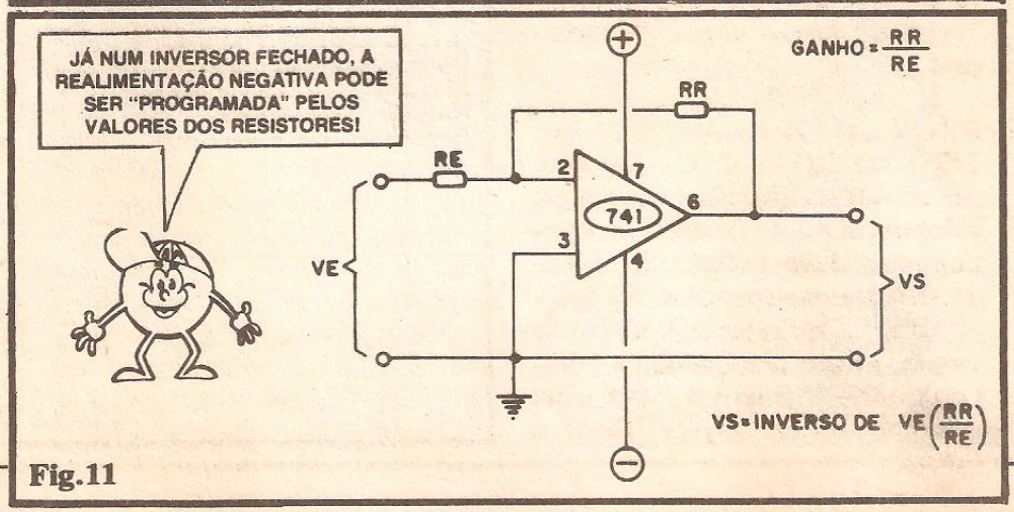
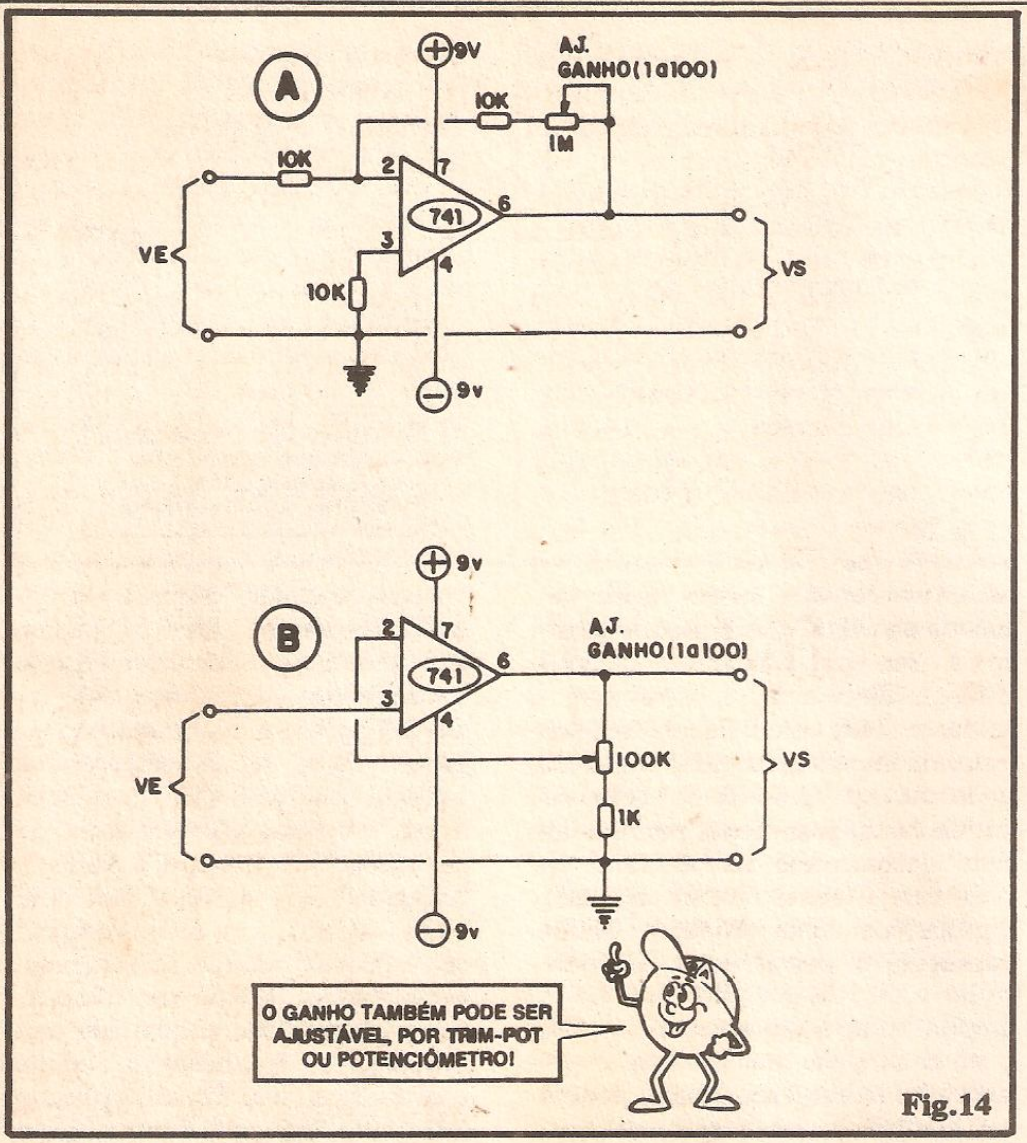

Fig.11
Fig.14
- FIG. 11 - AMPLIFICADOR INVERSOR "FECHADO" (COM GANHO CONTROLADO) - Essa
Nesse caso, +0,05V (cinco centivolts positivos) aplicados como VE resultarão numa VS de +5V ("mais" cinco volts), ou -0,035V (trinta e cinco milivolts negativos) aplicados à Entrada (pino 3) farão com que VS vá a -3,5V (três e meio volts negativos), e assim por diante... De novo lembramos que a máxima excursão da Tensão VS é automaticamente limitada pela própria Tensão geral da alimentação (na verdade em parâmetros 1 ou 2 volts "anteriores" às linhas de alimentação...). Além da condição "não inversora", essa configuração guarda algumas diferenças definidas com relação ao arranjo mostrado na fig. 11: a impedância de Entrada, como não mais depende de eventuais resistores intercalados (o sinal pode ser aplicado diretamente ao pino 3 do 741) é elevadíssima (toda a natural do 741...), mas, agora, a impedância de Saída é influenciada pelo valor série de RA mais RB
(que, eletricamente, estão "paralelados" com a dita Saída...). Assim, não se recomenda usar valores muito baixos para RA/RB, de modo a não "carregar" a centena de ohms que naturalmente o 741 "mostra" para o desenvolvimento da Tensão de Saída VS. O arranjo mostra também boa precisão e sua utilização prática é ampla, em inúmeros circuitos (principalmente naqueles onde a impedância de Entrada do bloco formado pelo 741 deva ser a mais alta possível, caso que nem sempre ocorre com o arranjo inversor, da fig. 11...).
- FIG. 14 - ARRANJOS COM GANHO AJUSTÁVEL - Nas figs. 11 e 12, respectivamente, mostramos as configurações básicas de amplificadores inversores e não inversores "fechados", cujos ganhos podem ser parametrados ou programados através de valores calculados para conjuntos de resistores aplicados na rede de realimentação negativa... E se, além de "programável", quisermos que o ganho seja também "ajustável"...? Nada mais fácil! Basta lembrar que existem "coisinhas" chamadas **resistores variáveis** ou **resistores ajustáveis**, mais conhecidos por POTENCIÔMETROS e **TRIM-POTS**... Assim, conforme mostram os diagramas 14-A e 14-B, basta incluir, nas tais redes resistivas de realimentação, **trim-pots** ou potenciômetros, conjuntamente com resistores fixos (valores cuidadosamente calculados, com as dadas fórmulas, de modo a estabelecer "máximos" e "mínimos" definidos para a gama de ganho...), para obtermos qualquer ganho (dentro da faixa pré-determinada...)! Os dois exemplos básicos mostram, respectivamente, um arranjo inversor e um não inversor, ambos com o ganho ajustável de "1 a 100", ao simples girar de um **trim-pot** ou potenciômetro... Notar que basta usar resistores variáveis de "curva" linear, e - eventualmente - dotar seus **knobs** de **dials** ou mostradores cuidadosamente divididos, demarcados e calibrados, para que possamos determinar com boa precisão "o quanto queremos que o bloco amplifique", condição bastante útil em inúmeras aplicações, de precisão ou não...! Obviamente que, se estivermos lidando com sinais ou Tensões em C.A., tais arranjos também podem ser usados como meros controladores de "volume" (ou até de "faixa passante de Frequência", controle tonal, portanto...), notadamente em aplicações de Áudio... Nesse caso, será necessário o auxílio de alguns capacitores, além dos resistores fixos e ajustáveis das respectivas redes de realimentação...